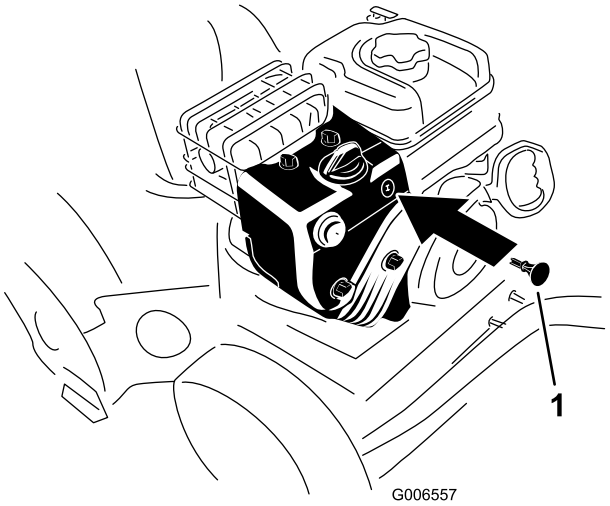

Figur 19
3. Sæt tændingsnøglen i (Figur 19).